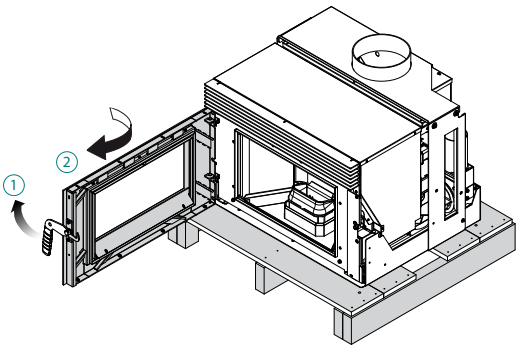

fig. 6.1.1
3) Ouvrir la porte (Fig. 6.1.1) ;